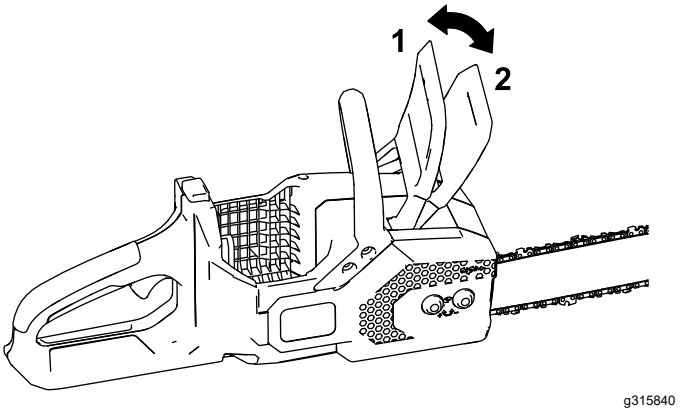

Figure 27
2. Engagez le frein de chaîne en l'actionnant vers avant, à la position d'ARRÊT (Figure 27).
4. Désengagez le frein de chaîne en l'actionnant vers l'arrière à la position MARCHE (Figure 27).
4. Vérifiez que le frein de chaîne est en position de MARCHE (Figure 27).